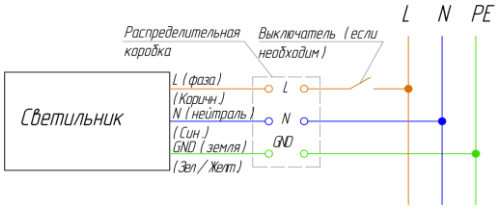

Рисунок 3. Подключение светильника к сети ~230В.
- произведите соединение кабеля светильника с питающим кабелем. Соединение необходимо производить в распределительной коробке, либо другим допустимым по ПУЭ и ПТЭЭП способом. При этом необходимо соблюдать полярность соединения проводов: коричневый – фазный проводник, синий – нейтральный проводник, зеленый/желтый – защитный проводник («земля») см. рисунок 3.